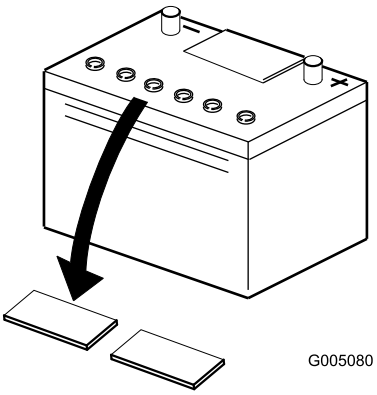

**Figur 4**
2. Rengør batteriet ovenpå, og fjern ventilationshætterne (Figur 4).